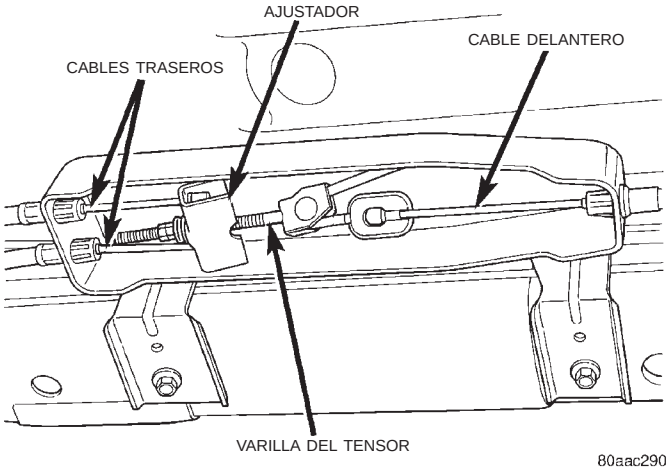

Fig. 38 Ajustador del freno de estacionamiento
(1) Suelte el freno de estacionamiento.
(2) Eleve el vehículo.
(3) Retire la tuerca ajustadora de la varilla del tensor en el ajustador (Fig. 38).